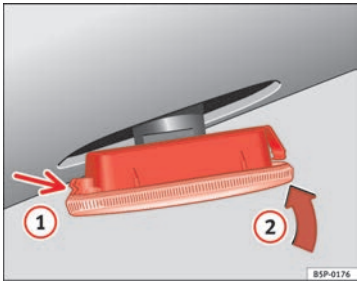

Fig. 196 Side turn signal
- First place the turn signal in the opening in the bodywork, fixing the tabs ⇒ fig. 196, arrow (1).
- Insert the bulb as shown by the arrow (2) ⇒ fig. 196. ■